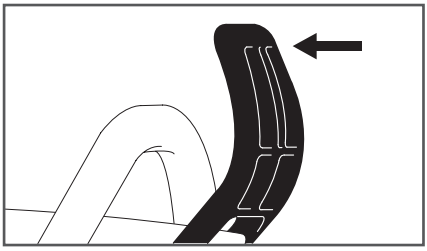

Рис. 2. Отключение тормоза
3. Перед установкой шины и цепи убедитесь в том, что тормоз цепи находится в отключенном состоянии. Для этого рукоятку тормоза (Рис. 2) потяните на себя до щелчка.